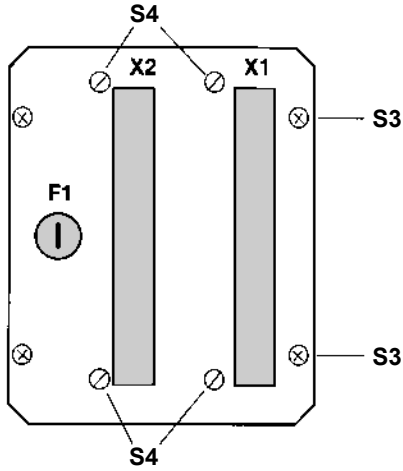

Fig. 2
3) Replace power fuse F1 back of cassette**(Fig. 2)**. Refer to the following table for fuse rating and order number.
5) Unscrew the 4 recessed head screws on the back **(Fig.2)** and carefully pull the electronic unit out of the cassette, together with the back.